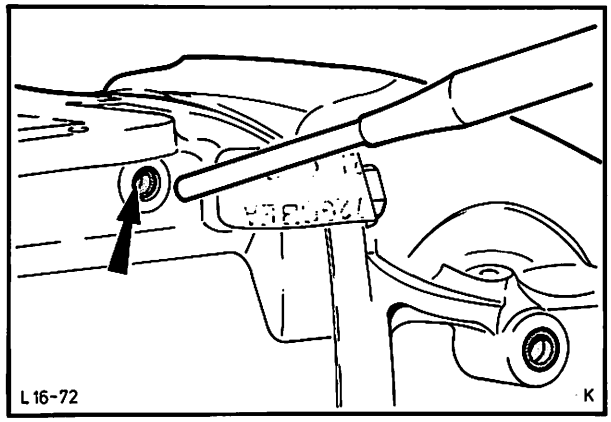

Abb. 88 Seitlichen Blindstopfen durch Eintreiben ins Gehäuse entfernen
10. Seitlichen Blindstopfen entfernen, Abb. 88, und Arretierstifte mit einem Stabmagneten bzw. mit einem Stückchen Draht aus dem Gehäuse ziehen.